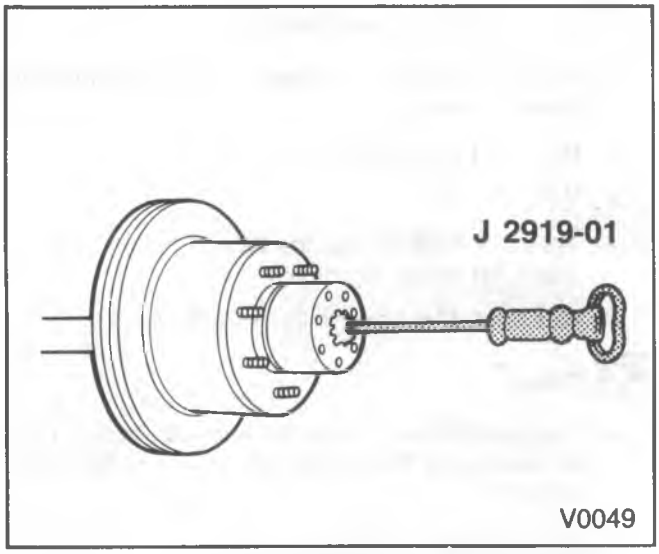

Figure 37—Removing/Installing the Axle Shaft
3. Axle shaft (74) using J 2619-01 (figure 37).